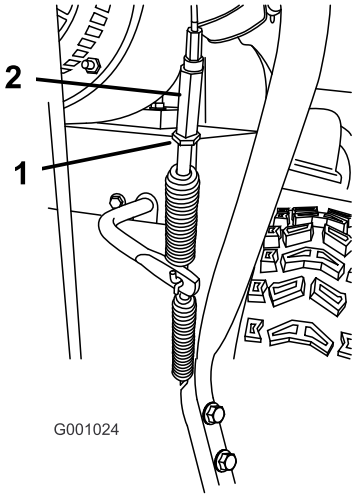

Figur 49
5. Løsn kontramøtrikken (Figur 49).
6. Løsn eller spænd den spændemøtrik, der justerer spændingen på kablet (Figur 49).